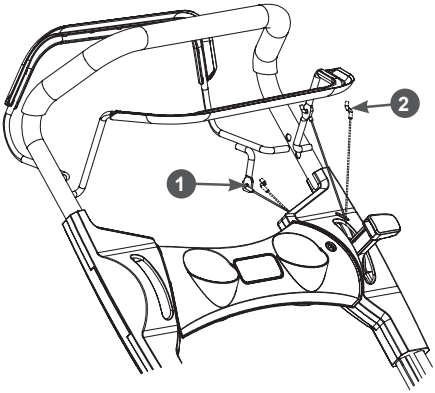

**Рис. 11. Установка рычагов и тросов**
6. Вставьте Z-образные наконечники тросов остановки двигателя и включения хода в отверстия в соответствующих рычагах с внутренней стороны рычагов (рычаг включения хода (чёрного цвета), рычаг остановки двигателя (жёлтого цвета) (Рис. 11). Оболочки указанных тросов закреплены на верхней части рукоятки, верхний трос – трос остановки двигателя, нижний трос – трос включения привода хода (Рис. 11). После этого, вставьте рычаги включения привода хода (чёрного цвета) и остановки двигателя (жёлтого цвета) в соответствующие отверстия на рабочей рукоятке (Рис. 11).